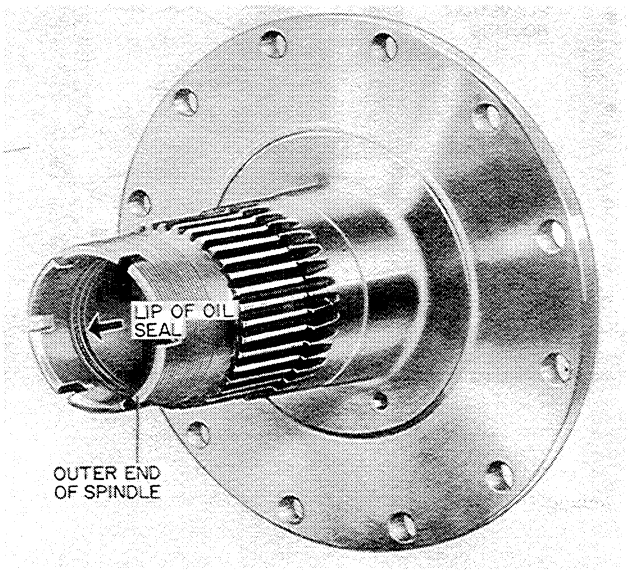

Figure U-50
7. Press a new oil seal into the outer end of the spindle hub, Figure U-50. The lip of the oil seal must face outward.